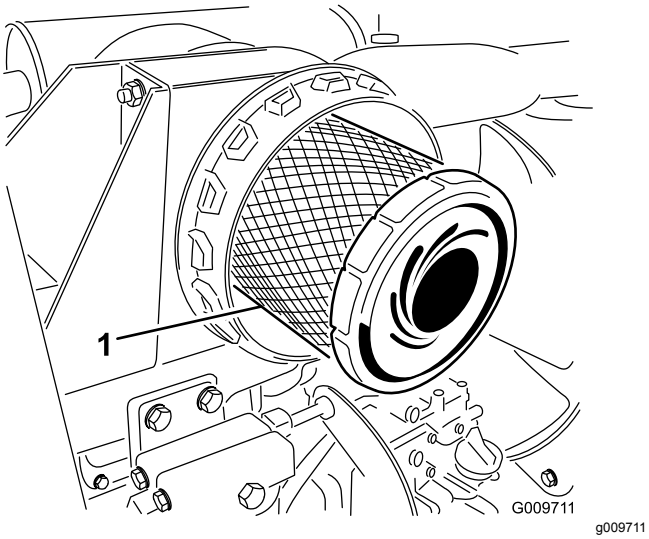

Figur 56
4. Ta bort och byt ut huvudfiltret (Figur 56).